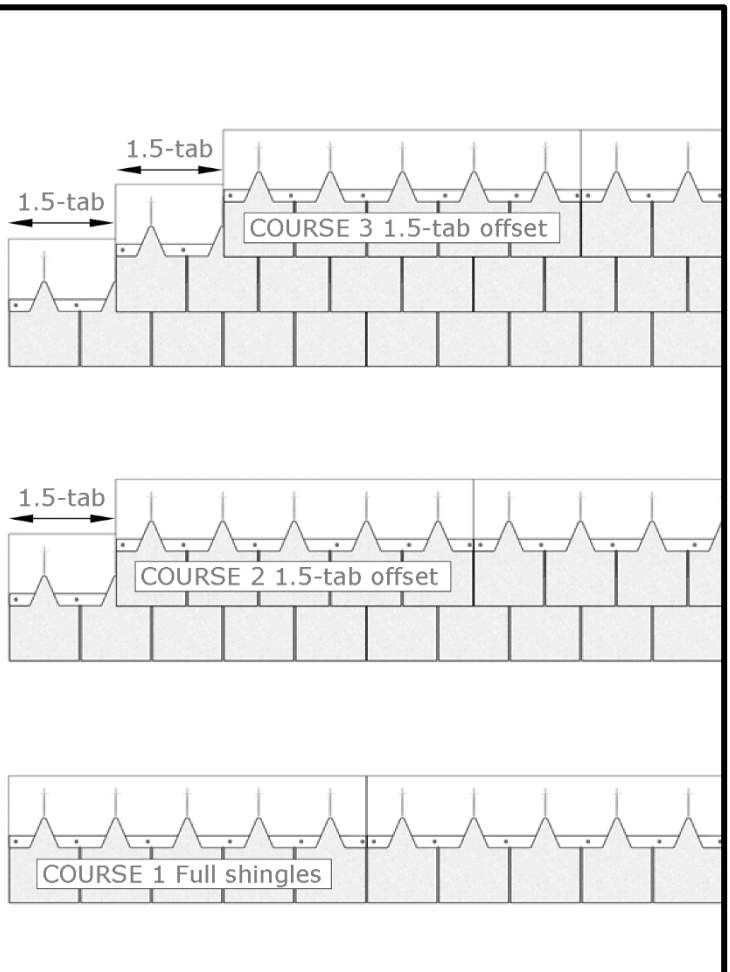

FIGURE 7 - 1.5-tab offset
- The offset between courses of Designer Slate: American Blends shingles must be ***1.5 tabs***. See **Figure 7**.